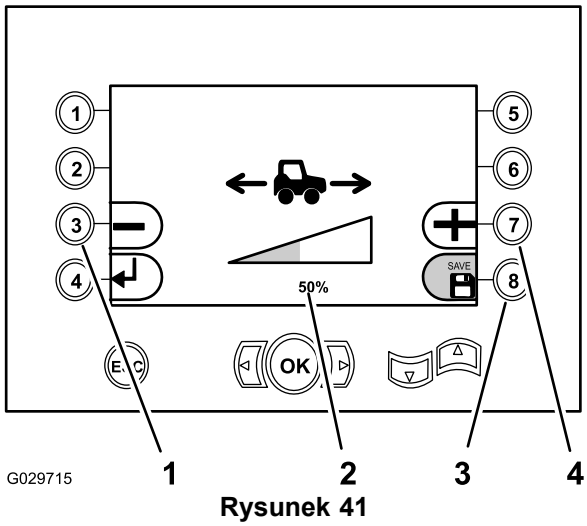

Rysunek 41
- Naciśnij przycisk 3 (Rysunek 41), aby zmniejszyć wartość procentową prędkości jazdy uzyskiwaną za pomocą manipulatora zespołu jezdnego (minimalnie 15% prędkości jazdy uzyskiwanej za pomocą pedału).
- Naciśnij przycisk 7 (Rysunek 41), aby zwiększyć wartość procentową prędkości jazdy uzyskiwaną za pomocą manipulatora zespołu jezdnego.
3. Naciśnij przycisk 8, aby zapisać ustawienia (Rysunek 41).